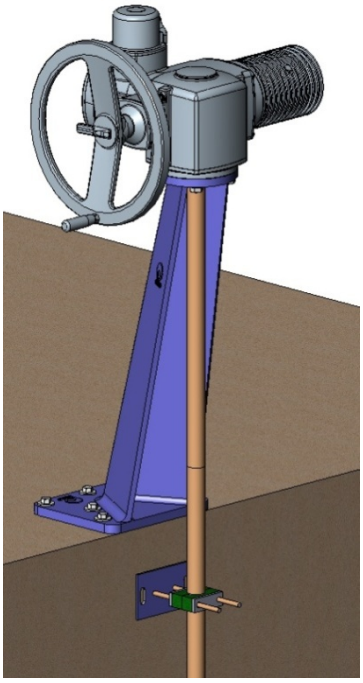

Рис. 23
- Возможна установка наклонной колонны (Рис. 23).